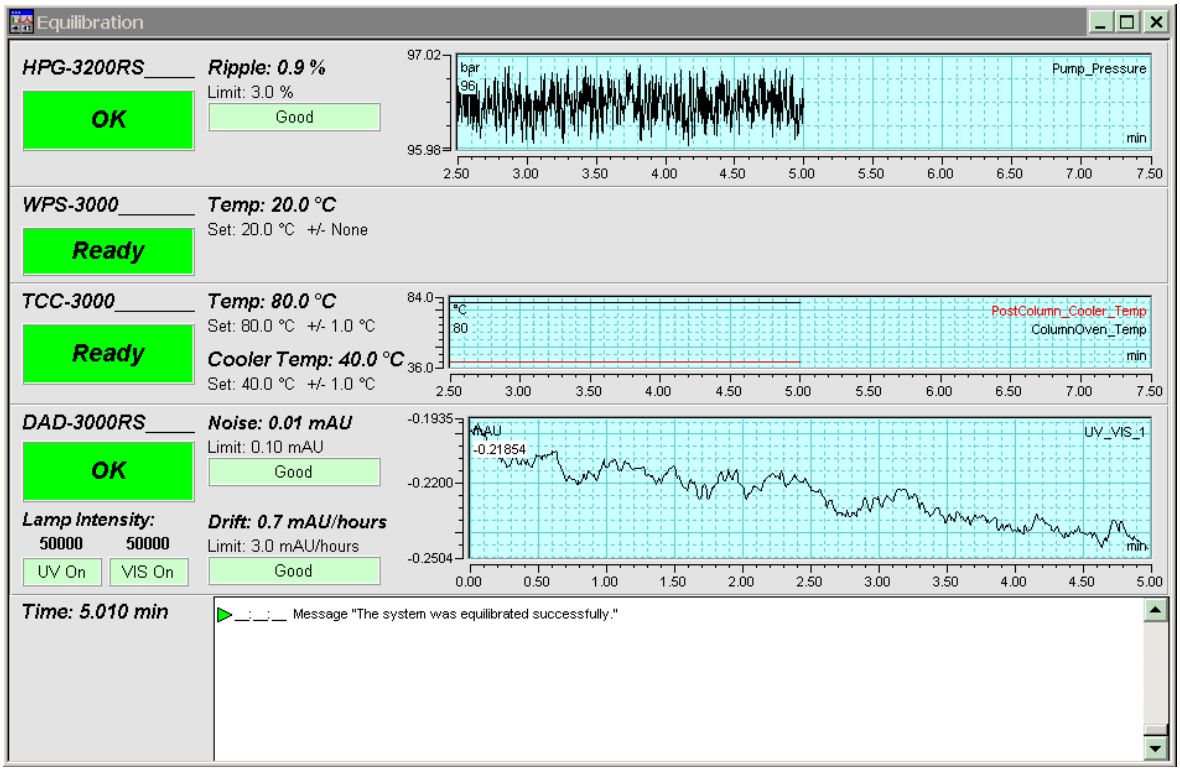

Abb. 22: Äquilibrierfenster
- öffnet Chromeleon das Äquilibrierfenster für die auf der Zeitbasis installierten Geräte (→ Abb. 22, Seite 61).